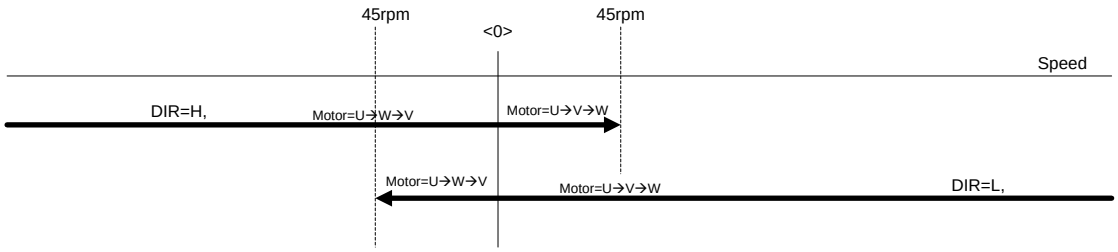

Figure 3.17 Block commutation speed range
At starting a motor, up to 45rpm toward the same direction of DIR pin state, the IRDM983-025MB, IRDM983-035MB operates by a block commutation mode based on the Hall signal U', V', and W'. When motor rotates reverse and opposite direction of DIR pin state, then regardless of the motor speed, the PWM operation is based on a block commutation. Figure 3.17 shows the speed range where a block commutation applies as indicated arrow lines depending on a DIR state. These signals are filtered by 150usec digital filter with 50usec sampling as shown in Figure. These signals are also used for identifying an illegal state such as (000) or (111) Hall state and rotation detection. The block commutation signal waveform are shown in Figure 5.3.3 and Figure 5.3.4 and based on half cycle PWM while positive voltage (180degree) applied to a motor with 30 degree phase leading to the CEMF phase to neutral signal.